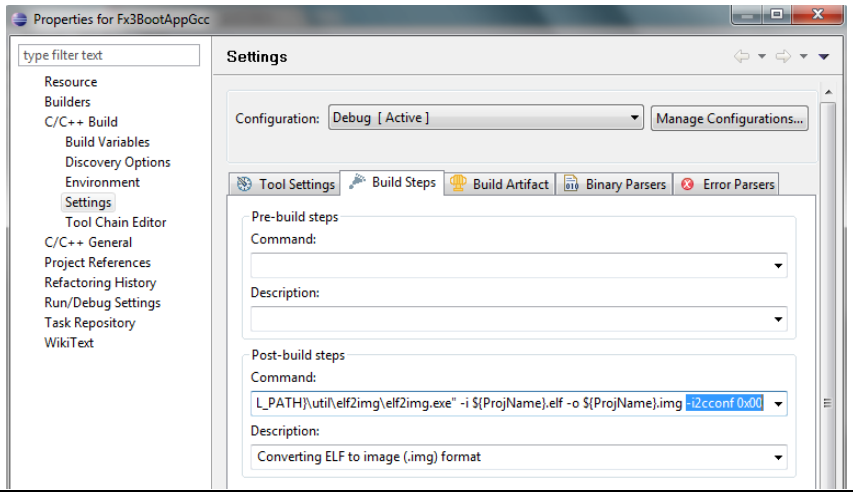

Figure 29　SPI ブート イメージ用の elf2img コマンド コンフィギュレーション (ビルド後のステップで)
1. **Table 27**, **Table 28**, および **Figure 29** に示すように Eclipse IDE でファームウェア イメージをビルドしてください。